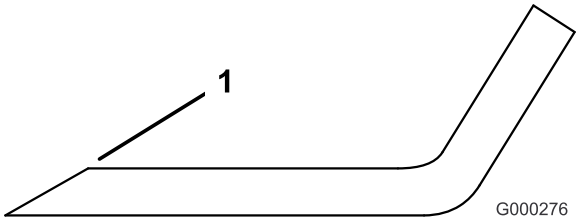

Figur 92
1. Slipa eggarna i båda ändar av kniven med en fil (Figur 92). Behåll ursprungsvinkeln. Kniven behåller balanseringen om samma mängd material avlägsnas från båda eggarna.